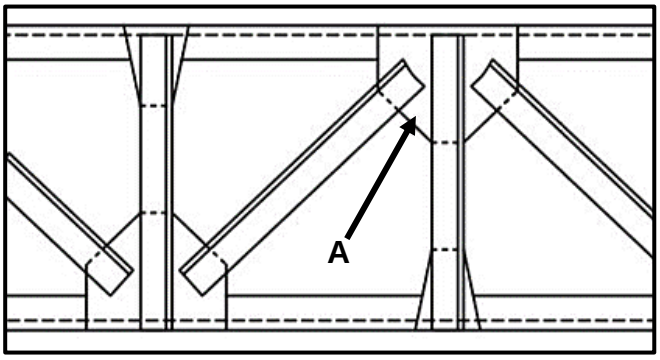

FIGUUR 4.4
4.4 'n Staalraamwerk word hieronder in FIGUUR 4.4 getoon. Identifiseer deel **A**.